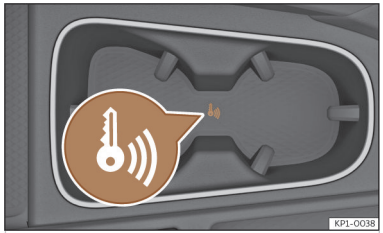

Abb. 115 In der Mittelkonsole: Notstart.
- Unmittelbar nach Drücken des Starterknopfes legen Sie den Schlüssel in den Getränkehalter in der Mittelkonsole ››› **(Abb. 115)** so nah wie möglich am Logo *Kessy*.